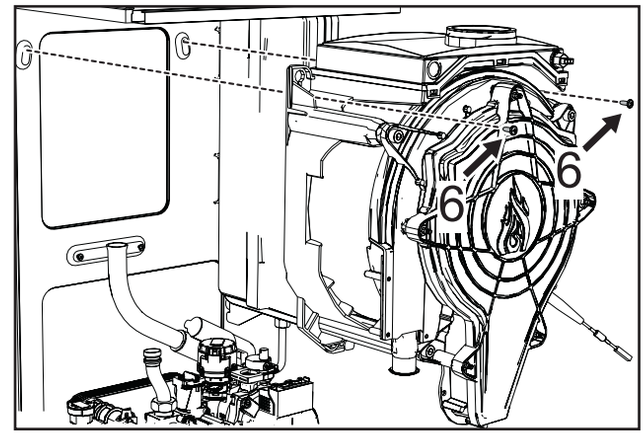

Рис. 50
- Снимите 2 верхних винта «6» крепления теплообменника к раме (рис. 50).